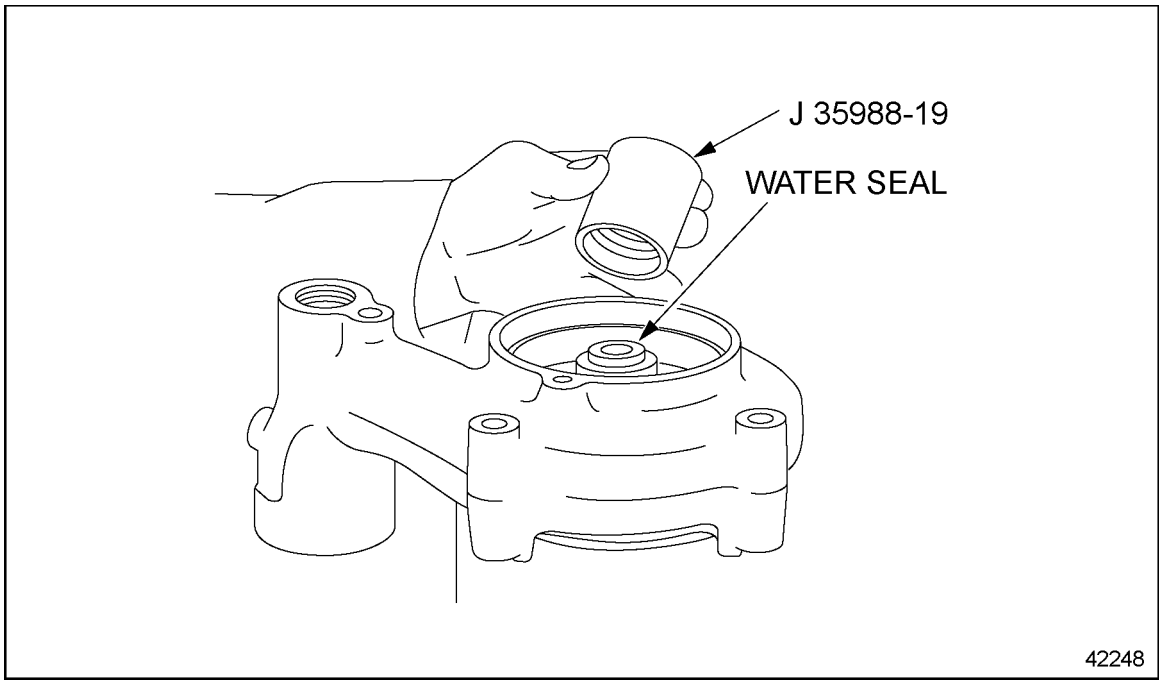

Figure 4-57 Water Seal Installation (FM)
17. Position tool J 35988-1, part of tool set J 35988-D, over the water seal. See Figure 4-57.